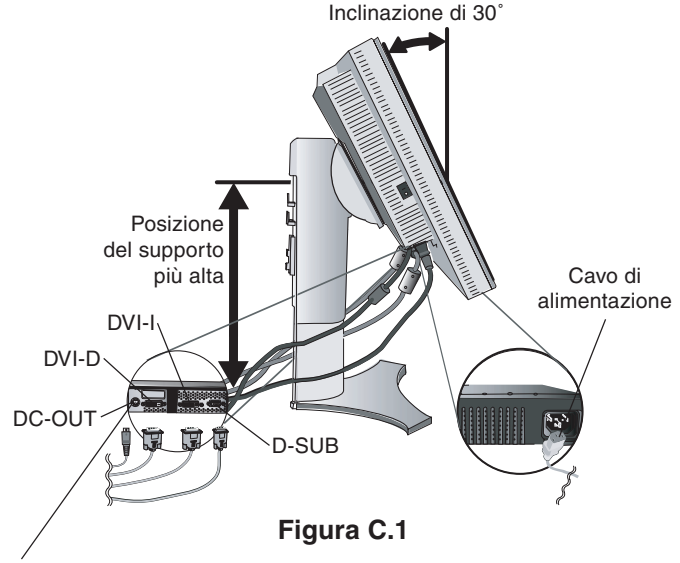

Figura C.1
3. Appoggiare le mani su entrambi i lati del monitor per inclinare lo schermo LCD di 30° e alzarlo alla posizione più alta (**Figura C.1**).
4. Collegare tutti i cavi ai connettori appropriati (**Figura C.1**).